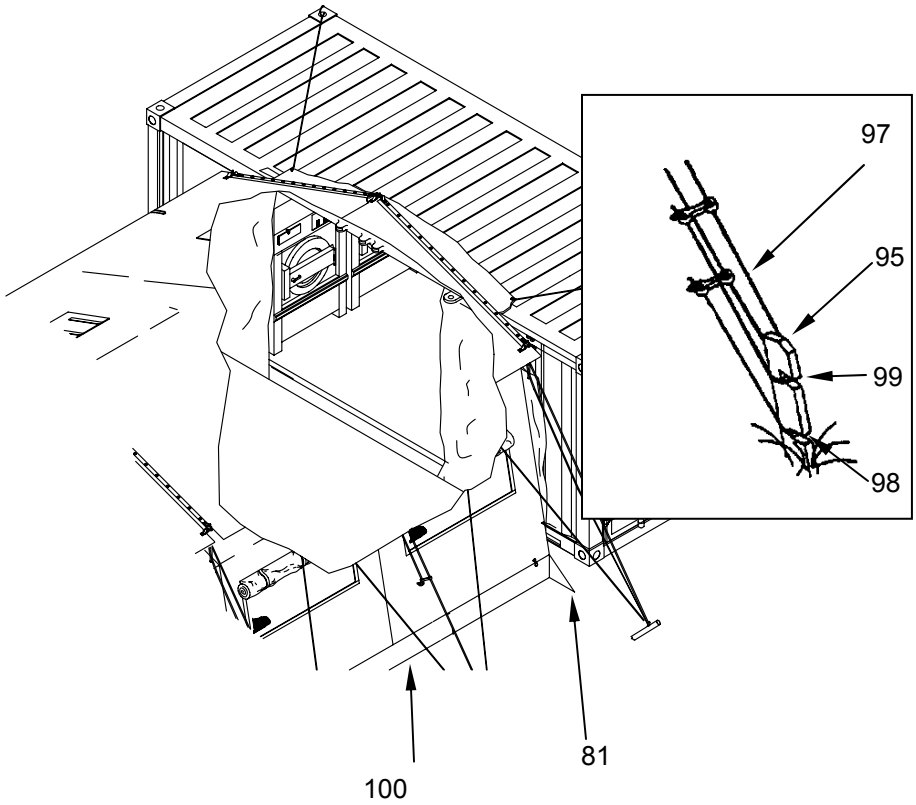

Figure 39. Stakes and Guy Lines.
1. Place a 24-in. wooden stake **(Figure 39, Item 95)** approximately 10 ft from the sides at the corners of the tent section at each eave extender and slant stake(s) towards tent.
2. Connect loop of eave extender guy line **(Figure 39, Item 96)** and ridge extender guy lines **(Figure 39, Item 97)** to bottom notch of wooden stake **(Figure 39, Item 98)**.
3. Connect loop of fly guy line **(Figure 39, Item 99)** to top notch of wooden stake **(Figure 39, Item 95)**.
4. Stake tent frame foot to ground using 12-in. steel pins **(Figure 39, Item 81)** through foot loops.
5. Stake foot loops **(Figure 39, Item 100)** to ground and tighten all guy lines.